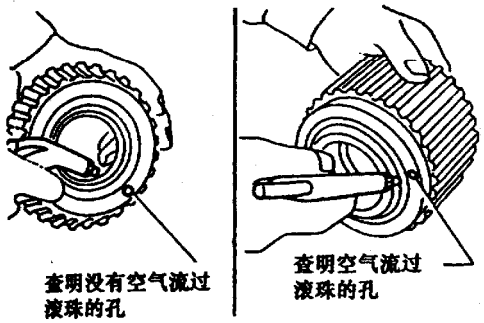

图9－6－84　检查前进档离合器毂
(2) 检查前进档离合器和超速档离合器驱动片贴面有无烧蚀、裂纹或损坏。测量贴面的厚度是否符合要求。前进档离合器驱动片贴面厚度的标准值为1.8mm，允许的磨损极限为1.6mm；超速档离合器驱动片贴面厚度的标准值为1.6mm，允许的磨损极限为1.4mm。如果实测值超出磨损极限，则应成组更换。
(3) 检查前进档离合器和超速档离合器的碟形片有无损坏、变形和疲劳损伤，必要时更换。测量碟形片厚度是否符合要求，前进档离合器碟形片厚度应在2.35～2.65mm之间，超速档离合器碟形片厚度应在2.00～2.30mm之间，必要时更换。
(4) 如图9－6－84所示，检查前进档离合器毂的工作情况。首先确保止回滚珠转动灵活，然后从前进档离合器毂的内侧给止回滚珠油孔通入压缩空气，确认滚珠处有空气透过；从前进档离合器毂的外侧给止回滚珠油孔通入压缩空气，确认无空气从滚珠处透过。
(5) 如图9－6－85所示，检查超速档离合器活塞的动作情况。首先确保止回滚珠转动灵活，然后从回位弹簧背面的止回滚珠油孔加压缩空气，确认无空气从止回滚珠处透过；从回位弹簧一侧的止回滚珠油孔加压缩空气，确认有空气从止回滚珠处透过。